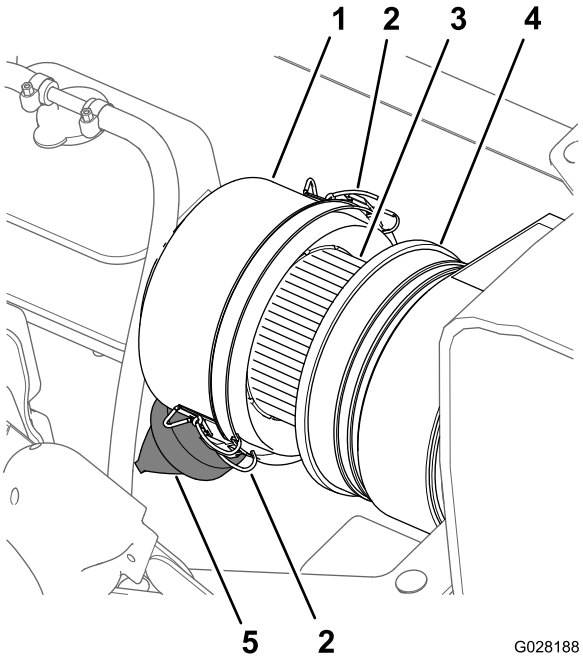

Figura 76
3. Limpe o tampão antipoeira e o corpo do filtro de ar (Figura 76).
4. Verifique se existe algum dano no corpo do filtro de ar que possa provocar uma fuga de ar (Figura 76).
5. Aperte a válvula do pó para a limpar de sujidade, pó e detritos (Figura 76).
7. Verifique se o elemento do filtro de ar tem acumulação excessiva de pó, sujidade e detritos (Figura 76).
8. Instale o tampão antipoeira no corpo do filtro de ar e fixe o tampão com os 2 trincos (Figura 76).
2. Limpe o tampão antipoeira e o corpo do filtro de ar (Figura 76).
6. Limpe o interior do tampão antipoeira, do corpo do filtro de ar e da válvula antipoeira com um trapo húmido (Figura 76 e Figura 77).